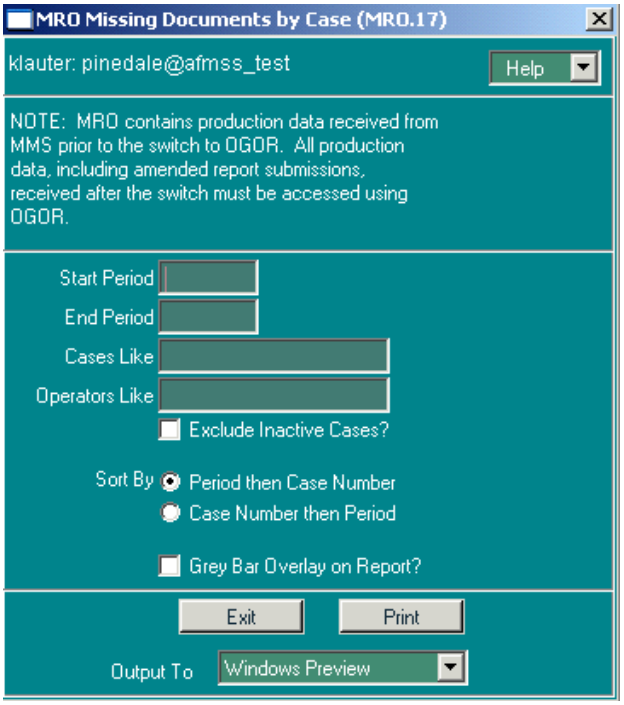

Figure 6-17: MRO Missing Documents by Case (MRO.17) Window
1. From the *Non-Indian AFMSS Main Menu* select **MRO/MRO Reports** and click **Missing Documents by Case (MRO.17)** to launch the *MRO Missing Documents by Case (MRO.17)* window (Figure 6-17).